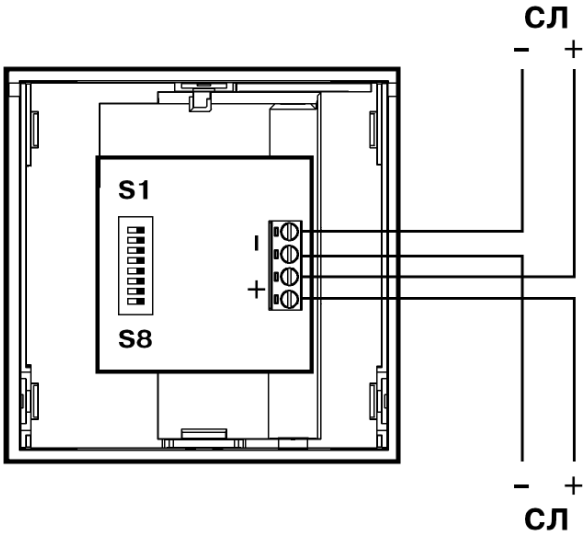

Рисунок 2
3.3 Контакты разъема извещателя следует подключить в разрывы проводов СЛ с соблюдением полярности (см. рисунок 2): два контакта "+" (контакты 1, 2) - к входу и выходу цепи СЛ(+), два контакта "-" (контакты 3, 4) – к входу и выходу цепи СЛ(-).